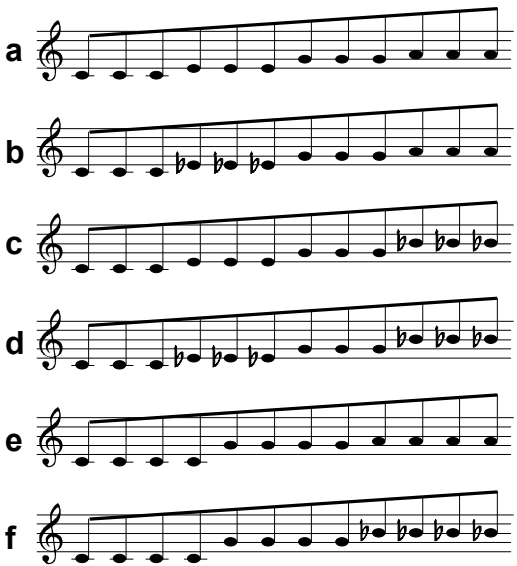

fig. 5: Addition of a sixth (a, b, e), and seventh (c,d,f)
③ Switch
The **3-position switch** ③ enables the addition of a **sixth** (pos. +6) or a (minor) **seventh** (pos. +7) if switch ② is in position "**Chord**" (see fig 5 a, b, c, d) or "**Quint**" (see fig. 5 e, f). In the middle position "-" neither is added.